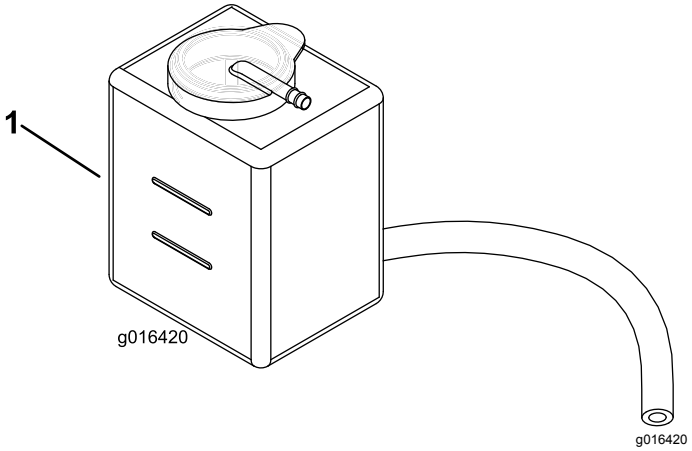

Figur 25
2. Kontrollera kylvätskenivån (Figur 25). Den ska ligga mellan de två strecken på reservtanken när motorn är kall.